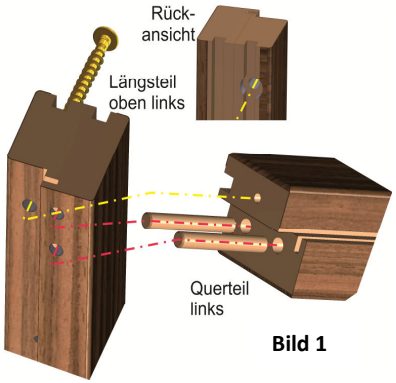

Bild 1
- Dübelbohrung beleimen und Holzdübel einsetzen (Bild 1)